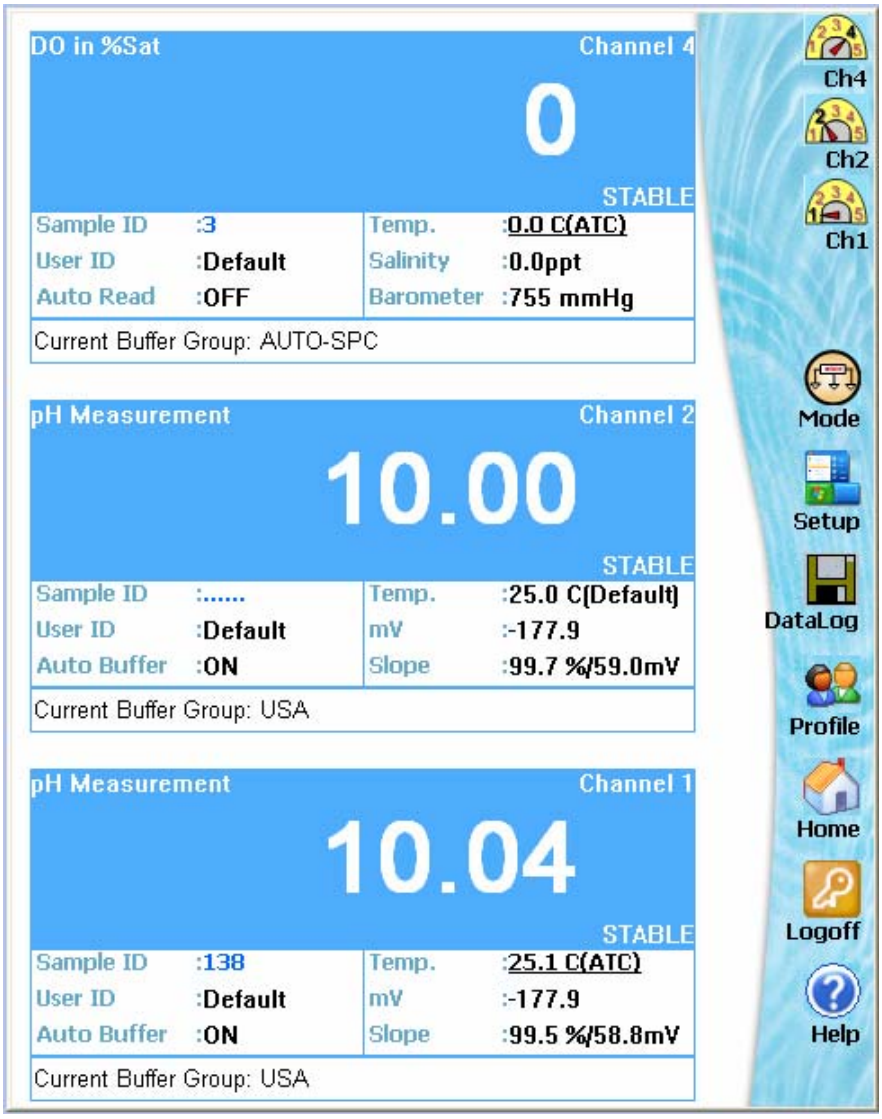

Figure 33 : Multi-channel measurement screen
5. The right-pane (workspace) displays the measuring screen of the selected parameters of each of the channels. (Figure 33).
> **Note:** ATC mode is enabled when you connect a temperature probe to the meter. The measurement screen indicates the ATC mode by displaying '(ATC)' next to the Temperature ('Temp') field of the channel (Figure 33). When there is no temperature probe connected to the meter, or if the temperature probe is faulty, the measurement screen indicates '(Default)' next to the temperature field of the channel.